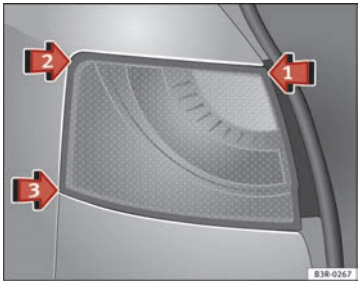
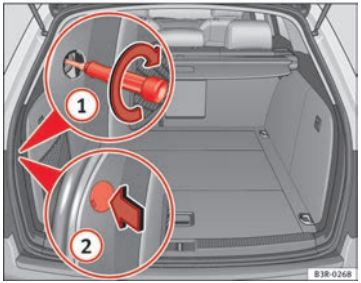

Fig. 226 Fitting the tail light unit
Fig. 227 Luggage compartment: Location of the bolt securing the tail light unit
– First place the tail light unit in ⇒ fig. 226 arrow (1) in the housing.
– Gently press the tail light unit against the housing, first in position (2) and then in position (3), until that the clips engage firmly in the rubber mountings.
– Apply gentle pressure to the upper part of the tail light unit and secure using the screwdriver, from the luggage compartment ⇒ fig. 227 (1).
– Fit the cover back onto the screw, with the notch pointing to the rear (2).